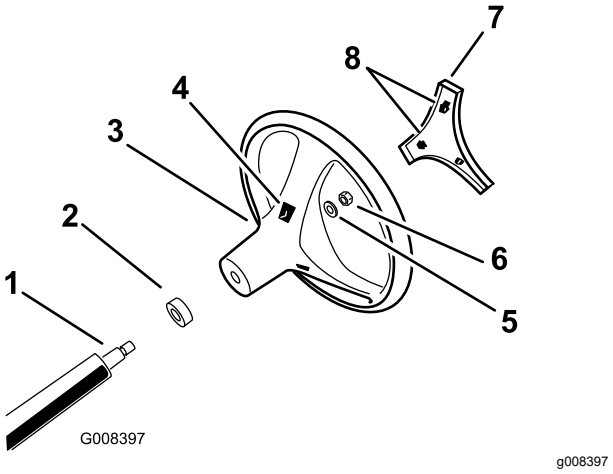

Figur 3
4. Fäst ratten på axeln med låsmuttern och dra åt den till 24–29 Nm enligt Figur 3.
5. Rikta in kåpans flikar efter skårorna i ratten och snäpp fast kåpan på rattnavet (Figur 3).